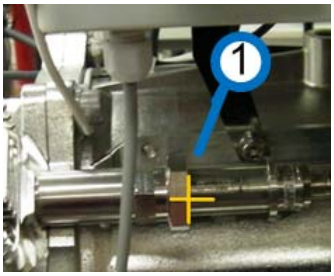

Figure 11-29: Marking the Sensor
Under normal environmental conditions, the quartz tube's rubber O-rings (as shown in **Figure 11-29** below) must be replaced once a year even if they pass visual inspection. For environments where the water temperature is above 70°C (160°F), the quartz tube's O-rings must be replaced quarterly, for which after the first year, O-rings may require replacement less frequently. For more information, consult your Atlantium representative.
- Two O-rings (See view **B** in **Figure 11-29** below)
Step 19. Mount a new O-ring onto the quartz tube (as shown in **Figure 11-29** above) and insert the tube into the Unit from the lower side until it reaches the other side. Make sure it is centered as you insert it.